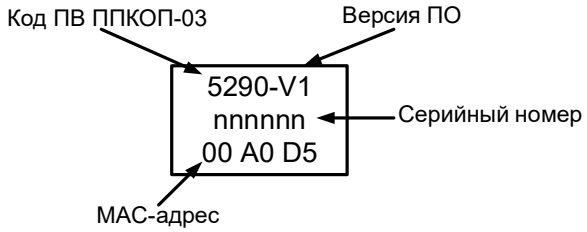

Рисунок 4 – Шильдик на плате ПВ ППКОП-03
– Поле **«МАС адрес»** содержит уникальный трехбайтовый код, который присваивается ПВ ППКОП-03 на этапе производства. Значение МАС-адреса указано на шильдике, который приклеен на лицевой стороне платы (см. рисунок 4).